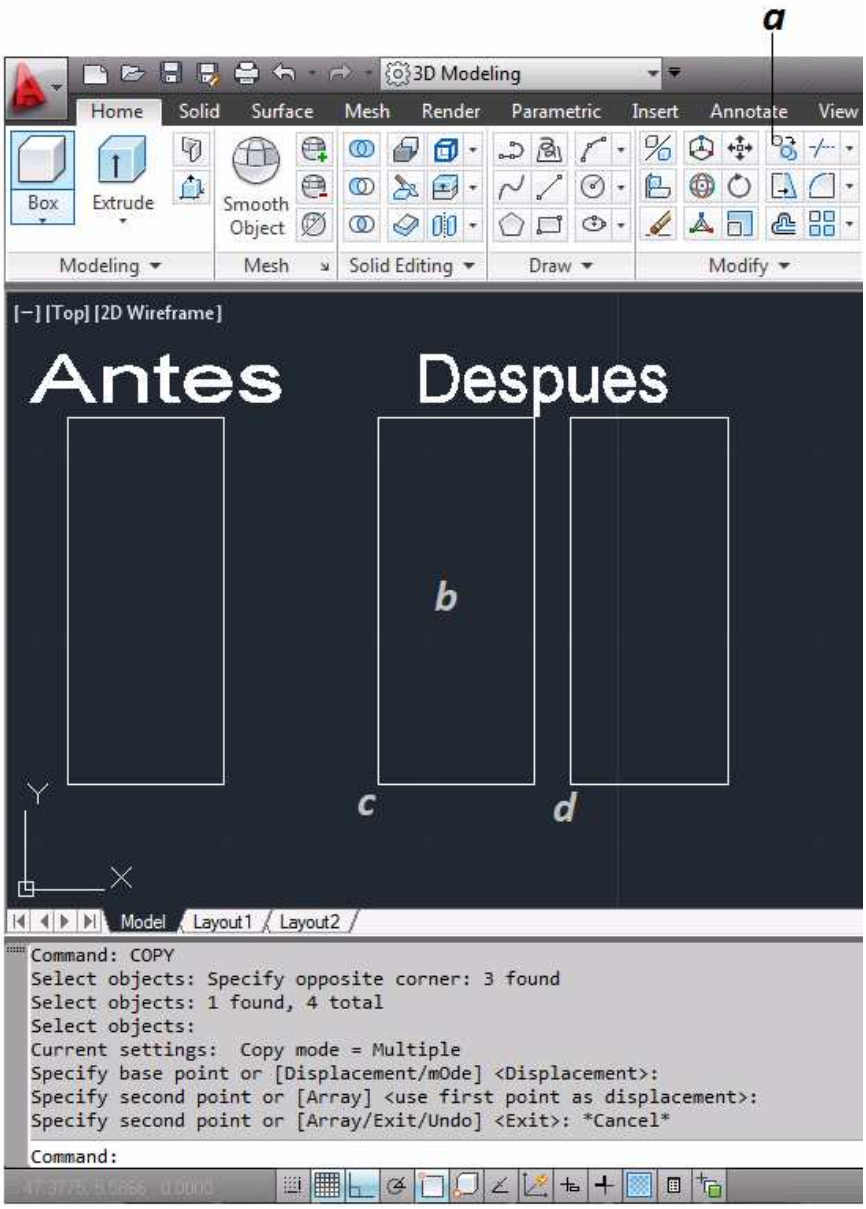

Figura 3.29 Modificacion de Entidades "Duplicar"
Esta barra se encuentra los comandos para cambiar las entidades de los dibujos. Se encuentra en la pestaña de Home, en la Cinta Modificar *(figura 3.29 "1")*. Esta barra cuenta con los siguientes comandos.
- **a.** Se selecciona el comando borrar *(figura 3.29).*
- **b.** Se seleccionan la(s) entidades a borrar *(figura 3.29).*
- **c.** Ya seleccionada(s) se da enter *(figura 3.29).*
- **a.** Se selecciona el icono duplicar *(figura 3.29).*
- **b.** Se seleccionan los objetos a copiar *(figura 3.29).*
- **c.** Se selecciona un punto el cual será la base de la copia y se da enter *(figura 3.29).*
- **d.** Ahora se puede pegar el objeto cuantas veces se requiera, con respecto al punto base *(figura 3.29).*